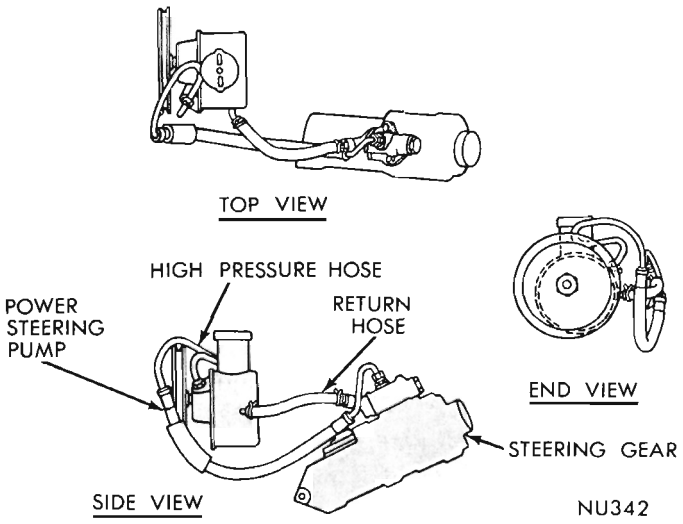

Fig. 4—Hose Routing—1.06 Pump 8 Cylinder Engines
(1) Route hoses in same position they were in before removal.
(2) Route hoses smoothly, avoiding sharp bends and kinking.
(3) When properly installed, the pressure hose tube ends should rest against the outside of the pump reservoir neck on one end, and the outside of the gear valve body on the other end. (Fig. 4 and 5).